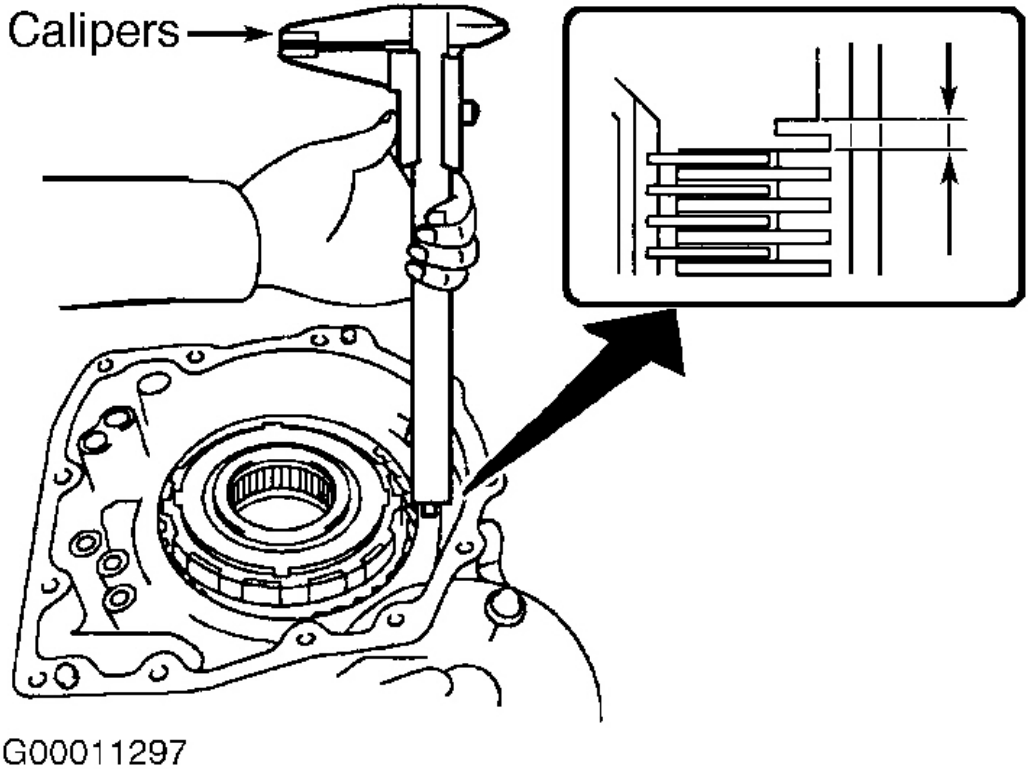

Fig. 65: Measuring 1st/Reverse Brake Piston Stroke
11. Install 1st/reverse brake. Install 5 plates and 5 discs, starting with a plate and alternating with a disc. DO NOT install flange. Measure 1st/reverse brake piston stroke. Using vernier calipers, measure distance between disc surface and contact surface of 2nd brake assembly at transaxle case. See **Fig. 65**.